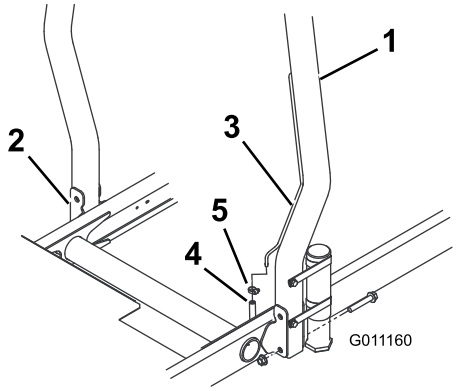

Rysunek 12
1. Należy opuścić pałąk na uchwyty montażowe kosiarki i zgrać otwory montażowe. Trzeba upewnić się, czy rurka odpowietrzająca na pałąku znalazła się z lewej strony maszyny (Rysunek 12).
2. Każdy z końców pałąka przykręcamy do jego wspornika montażowego dwoma śrubami kołnierzowymi i zabezpieczamy nakrętkami kontrującymi (Rysunek 12). Nakrętki należy dociągnąć momentem 81 N·m.